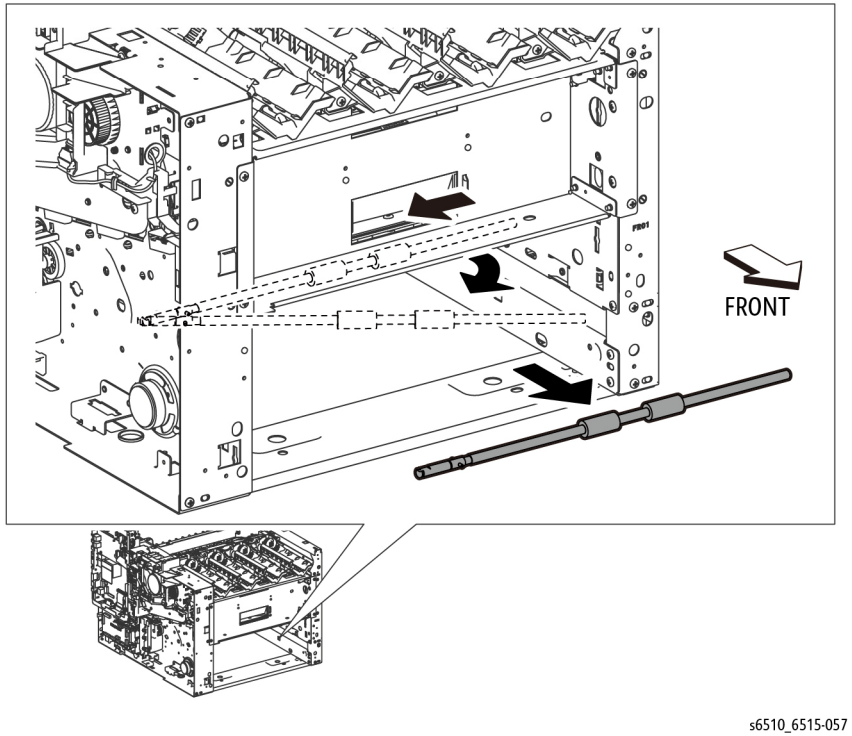

Figure 2 Remove the Bypass Tray TA1 Roller Assembly
4. Refer to Figure 2 to slide the TA1 Roller Assembly in the direction of the arrow.